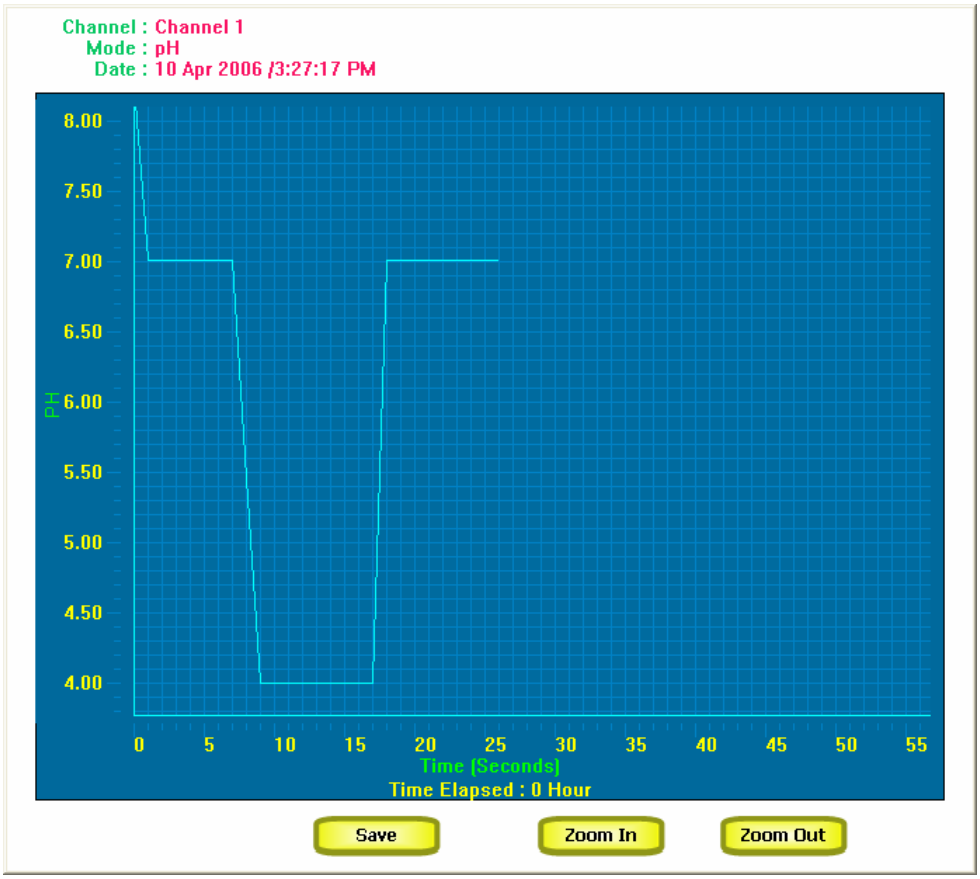

Figure 38 : View Graph
3. Click **View Graph** button. The plotted graph is shown. (Figure 38)